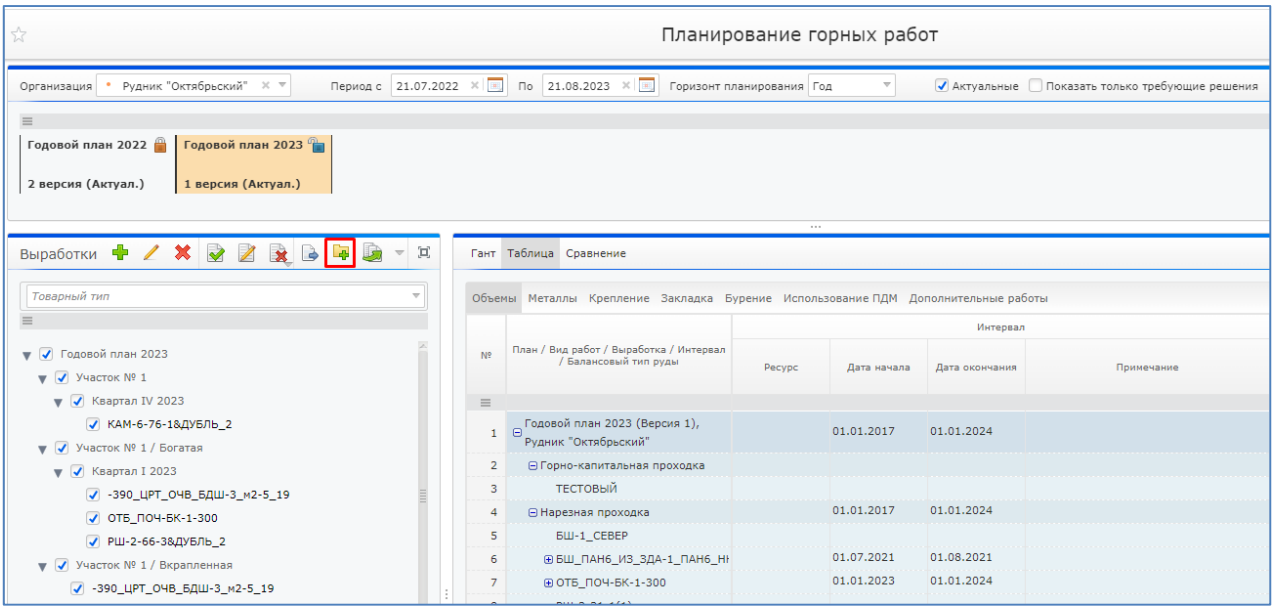

Рисунок 7. Кнопка «Загрузить исходные данные»
2. В блоке «Выработки» нажать на кнопку «Загрузить исходные данные» (Рисунок 7);